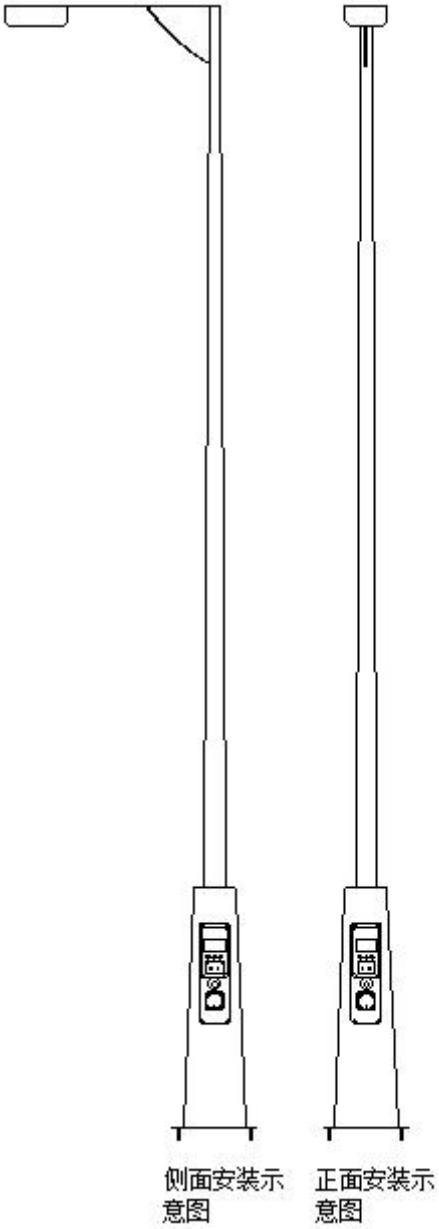

图 10
8、安装好后可以进行灯架后续附件的安装，如灯具等。安装完效果如图 10。